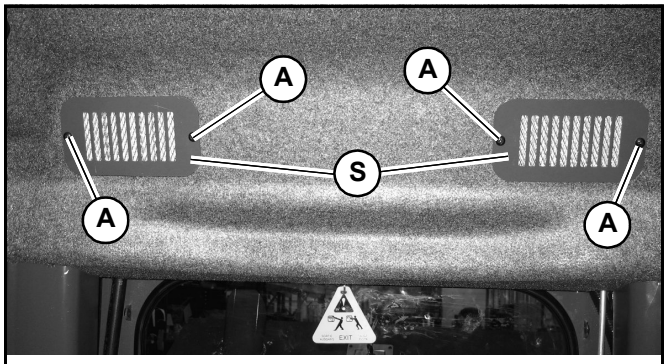

Fig. 121 – Cab Air Filters
2. Remove fasteners (A, Fig. 121) securing filter grilles (S) to the cab wall. Remove and discard the old filter elements.
3. Insert new filter elements and secure with grilles (S) and fasteners (A). Make sure the filter elements are completed seated in the openings and the grilles are firmly seated flush to the cab wall.